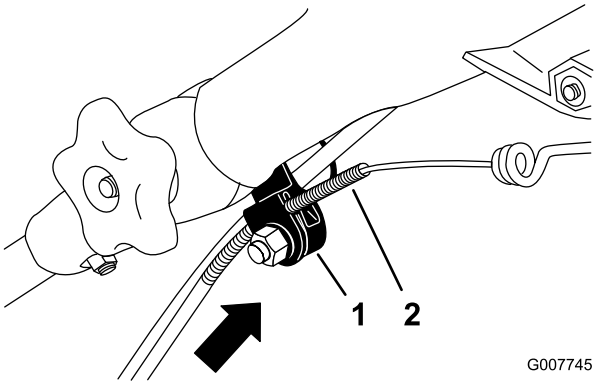

**Figur 47**
**Bemærk:** Du kan sætte en lineal mod den øvre side af det sorte kabelbeslag og måle, hvor langt den øvre ende af kabelkappen bevæger sig (Figur 47).